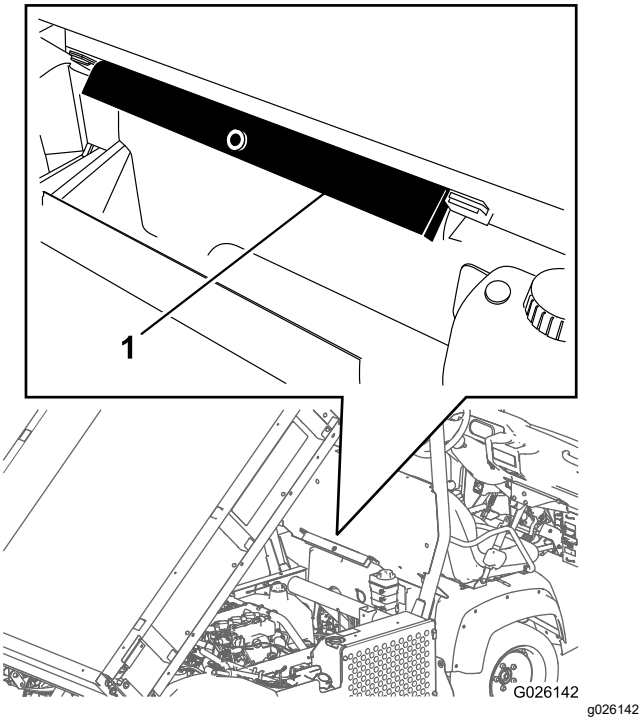

Figur 13
2. Fjern ladstøtten fra opbevaringsbeslagene bag på styrtbøjlepanelet (Figur 13).